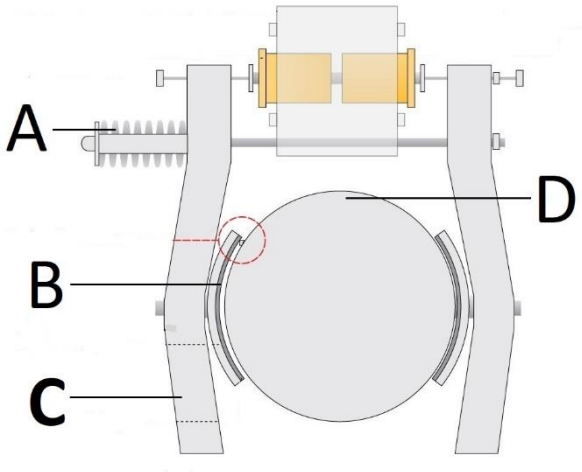

FIGURE 1
2.1 FIGURE 1 below shows a sketch of a brake system. Name the brake system shown. (1)
2.2 Name the parts indicated in the FIGURE 1 by writing only the answer next to the letter (A–D) in the ANSWER BOOK.